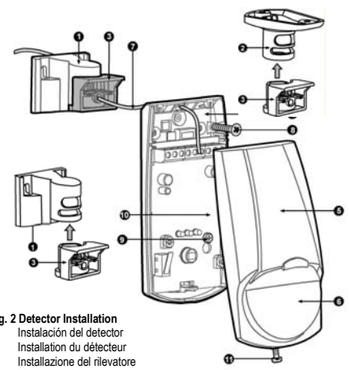

Fig. 2 Detector Installation
1. Remove the front cover by unscrewing the holding screw (Fig. 2-11) and gently raise the front cover. (Fig. 2 -5)
2. Remove the PC board by unscrewing the holding screw located on the board.(Fig. 2 - 9)
1. Retirar la cobertura de enfrente por medio de destornillar los tornillos que sostienen el dispositivo (Fig. 2-11) y con cuidado levante la cobertura de enfrente. (Fig. 2 - 5).
2. Retire el tablero PC por medio de destornillar los tornillos que lo sostienen situados en el tablero (Fig. 2 - 9)